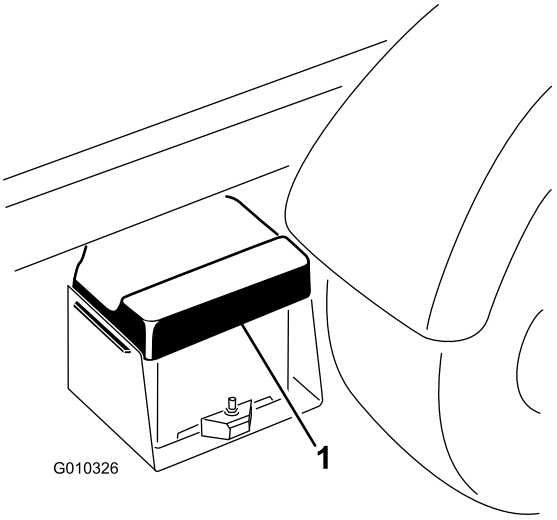

Figur 49
1. Klem batteridekselet for å løsne tappene fra batteribasen, og fjern batteridekselet fra batteribasen (Figur 49).